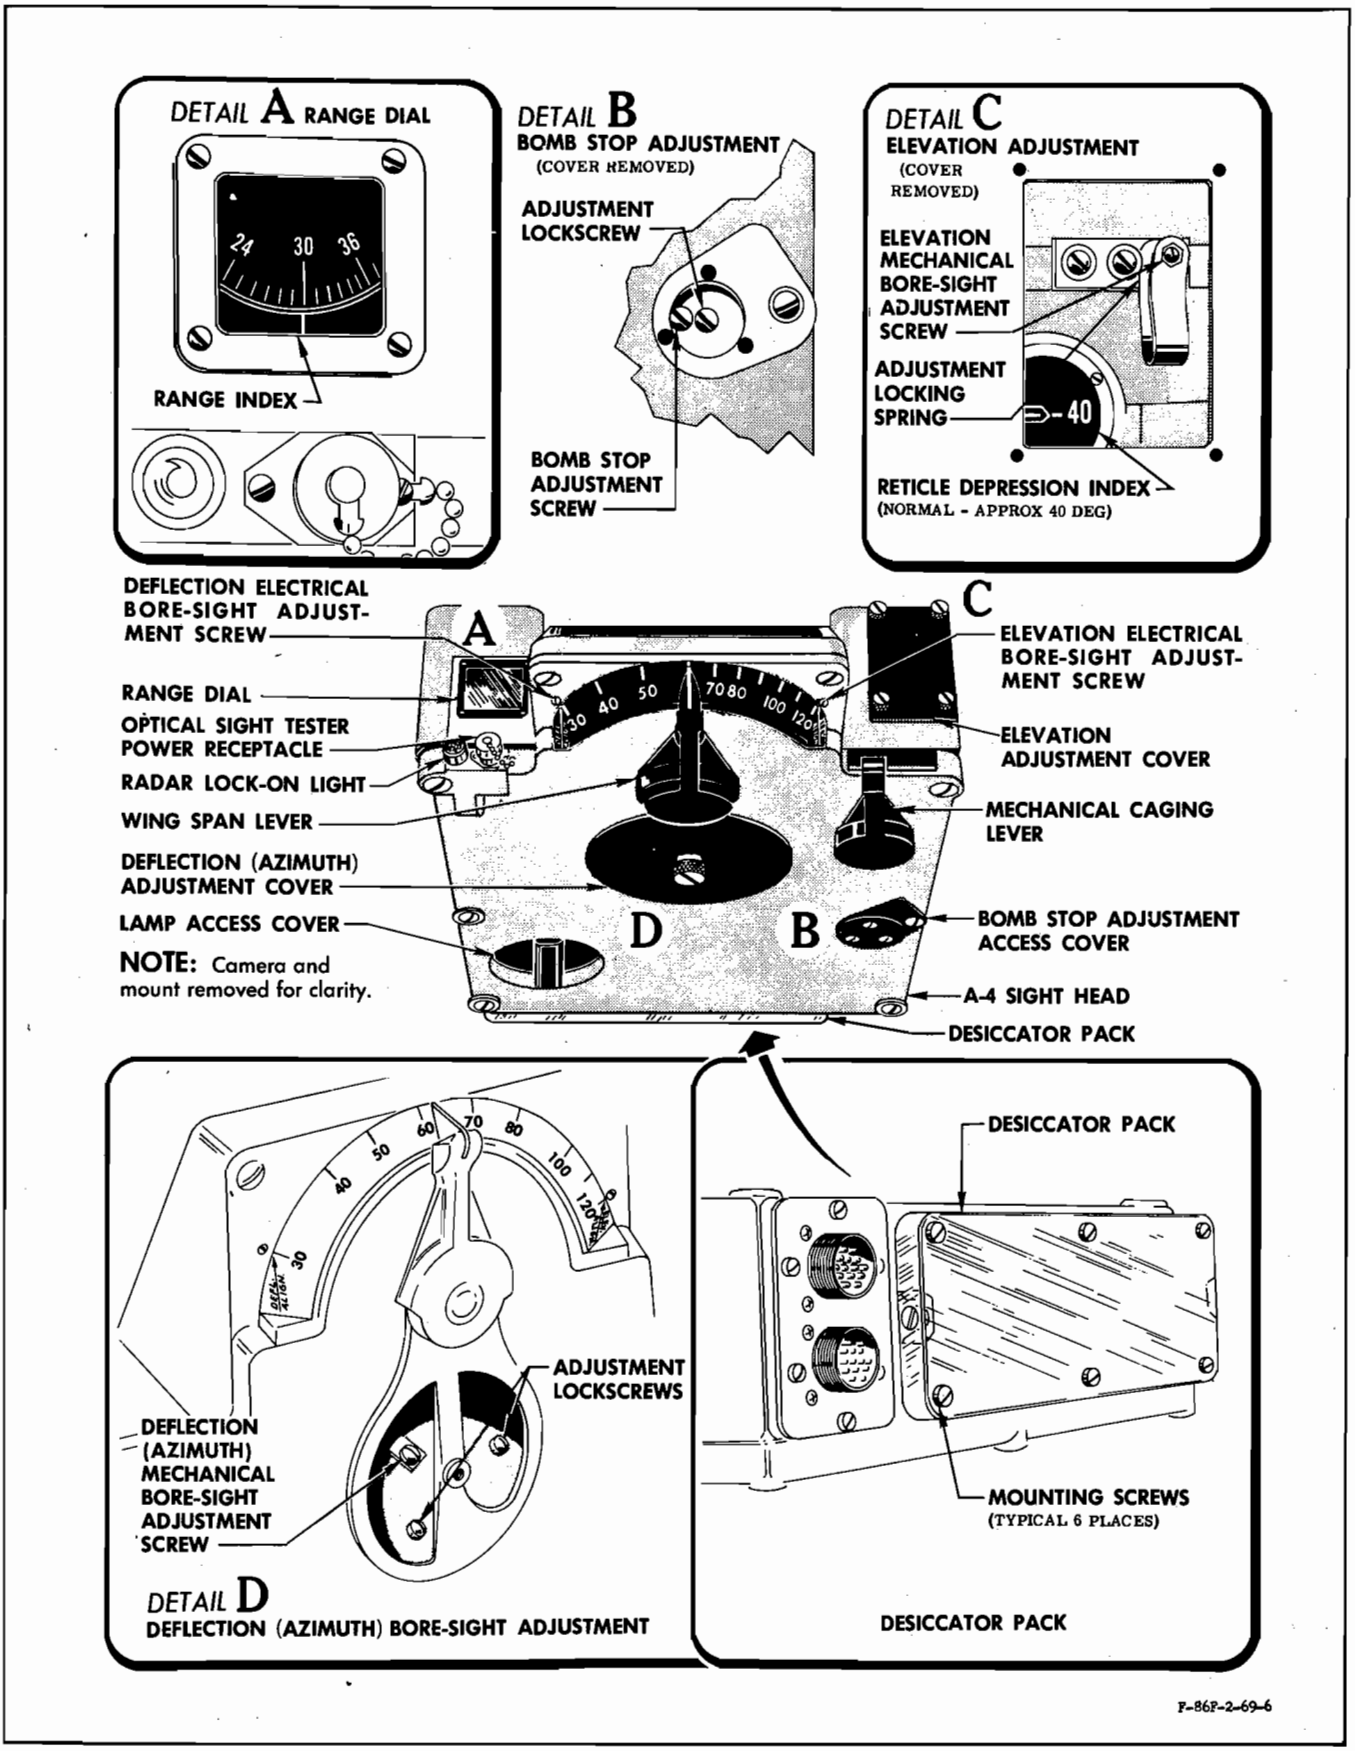

Figure 9-46. A-4 Sight Head
k. Move "CAGED-UNCAGED" lever to "UNCAGED," and depress caging switch; observe position of tracking index (dot in reticle circle). Move "CAGED-UNCAGED" lever to "CAGED" and note displacement of tracking index. It should not exceed 5 mils on sight heads not equipped with adjustable elevation and deflection adjustments. (See figure 9-46.) The tracking index may be used as a 2-mil reference. On sight heads that are equipped with adjustable elevation and deflection adjustments, any displacement of the reticle dot may be corrected during bore-sighting operation.
c. To bore sight the sight system for gun firing on airplanes with early model sight heads incorporating only mechanical bore-sight adjustments (figure 9-46), place gun-bomb-rocket selector on sight selector unit at "GUN" position. Then move mechanical caging lever to "UNCAGE," electrically cage sight, and check to see that reticle pipper is centered on A-4 gun sight target board mark. If reticle pipper is not centered on target board mark, remove sight head elevation and deflection adjustment cover plates. Move mechanical sight caging lever to "CAGED" to prevent damage to sight head mechanism while making adjustments. To align pipper with bore-sight mark, loosen deflection adjustment lockscrews, make a small adjustment to deflection adjustment screw in direction required, and retighten lockscrews. Mechanically uncage sight, and while it is still in electrical cage, observe position of pipper. If more adjustment in deflection direction is needed, repeat this procedure. If adjustment is then necessary in elevation, mechanically recage sight, push in on elevation
d. If the sight system has late model sight heads incorporating both mechanical and electrical bore-sight adjustments (figure 9-46), the reticle pipper is first bore sighted for gun firing by use of the mechanical adjustments with the sight mechanically caged. Then the pipper is bore sighted by use of the electrical adjustments with the sight electrically caged. Before starting tests, place gun-bomb-rocket selector on sight selector unit at "GUN" position. To determine if sight is properly bore sighted mechanically, place sight mechanical caging lever to "CAGED" position. If reticle pipper is not centered on A-4 gun sight target board mark, remove elevation and deflection adjustment cover plates. Adjust elevation and mechanical adjustment screws in sight head until pipper is superimposed on target board mark. Replace both elevation and deflection adjustment cover plates on sight head. Move sight mechanical caging lever to "UNCAGED" position and depress electrical caging switch on throttle grip. Again observe position of reticle pipper with respect to A-4 gun sight target board mark. If pipper is not aligned to target board marking, adjust elevation and deflection electrical adjustment screws on sight head until pipper is superimposed on marking. The electrically caged and mechanically caged positions of the reticle pipper should now coincide.
9-263. The A-4 sight head (figure 9-46) contains the optical system and associated electrical devices which control the reticle image. Controlling the size and position of the reticle is the basic function of the sight. Positioning of the reticle, both horizontally and vertically, is accomplished by the elevation and deflection positioning motors. These motors are controlled by signals from the computer through the amplifier. The size of the reticle is controlled by the wing span lever on the sight head and also by the manual or radar range input. Operation of the positioning and reticle size circuits is discussed further in paragraph 9-264. Other components of the sight head include the mechanical caging lever, range dial, radar lock-on light, removable reticle lamp, heaters, and gel cell (desiccator pack). The mechanical caging lever, in the "CAGED" position, locks the mirror elevation and deflection mechanisms in their centered positions, opens the amplifier circuits, and moves the reticle size to its largest position, thus preparing the reticle for use as a fixed sight. The range dial is linked to the reticle size control assembly and to the range drive motor. The dial indicates the range of the target as transmitted by the radar ranging circuits or by the manual ranging control on the throttle. The radar lock-on light illuminates when the radar becomes fixed on a target and is automatically tracking that target in range. It is extinguished when the radar-out button on the control stick is pressed, at which time the radar begins searching for additional targets. The reticle lamp is a double-filament lamp mounted in a quickly-removable socket. The bulb, mounted in the left forward end of the bottom of the sight head, is removed by pressing in on the handle and turning slightly counterclockwise. Care must be taken to see that the bulb is not broken during removal or insertion. To provide a constant temperature in the sight head, and thus an even control of the damping effect of the viscous dampers, several heaters, thermostats, and a blower are incorporated in the sight head. To maintain a dry atmosphere within the sight head, all openings to the head are sealed. A silica gel cell is provided on the forward end of the unit to provide dry air for the interior of the sight head.